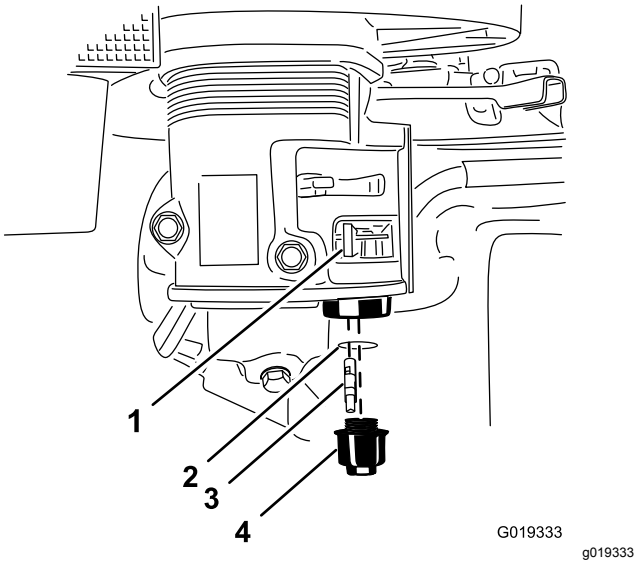

Figure 30
4. Tournez le robinet d'arrivée de carburant complètement à gauche en position FERMÉE (Figure 30).
5. Dévissez la cuvette de décantation (Figure 30).
6. Déposez et conservez le filtre à carburant et le joint torique (Figure 30).
9. Posez le filtre à carburant au fond du carburateur (Figure 30).